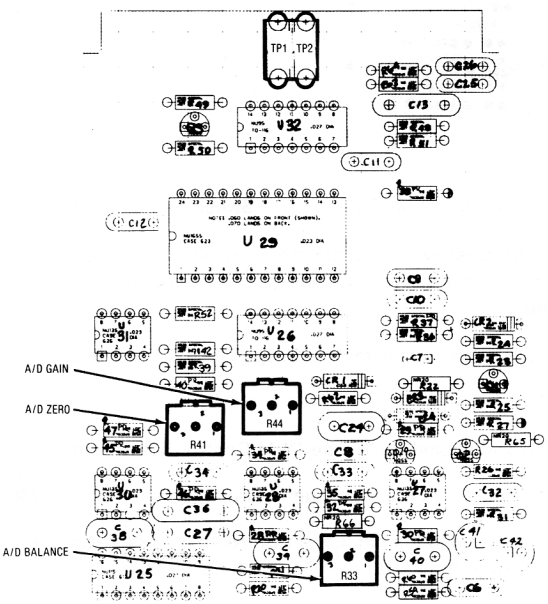

Figure 5-19. Processor I/O A/D Alignment Points
9. Disconnect the external DVM. With the DVM input jack still shorted adjust the A/D Zero Potentiometer on the I/O Board (Figure 5-19) **for a** O.tfVDC'reading on the R2001ACRT display.
11. Adjust the A/D Gain Potentiometer on the Processor I/O Board (Figure 5-19) for a DVM reading on the CRT equal to the voltage measured at TP 12 with the external DVM for paragraph 5-119.6.
14. Adjust the A/D Balance Potentiometer on the Processor I/O Board (Figure 5-19) for a DVM reading on the CRT equal to the voltage measured at TP11 with. the external DVM in step 13.